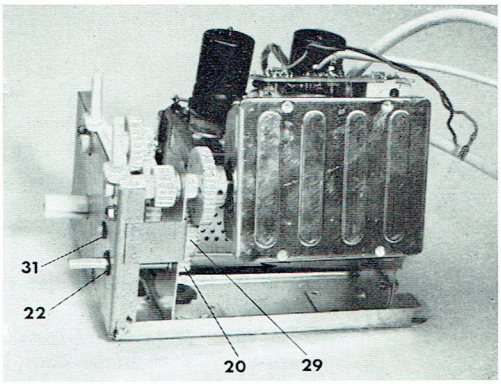

fig. 23
3° Retirer la bague d'arrêt (22) et sortir le pignon (20) (fig. 23).
3° Immobiliser l'extrémité de l'axe de ce pignon à l'aide de la rondelle d'arrêt (31) (fig. 23).